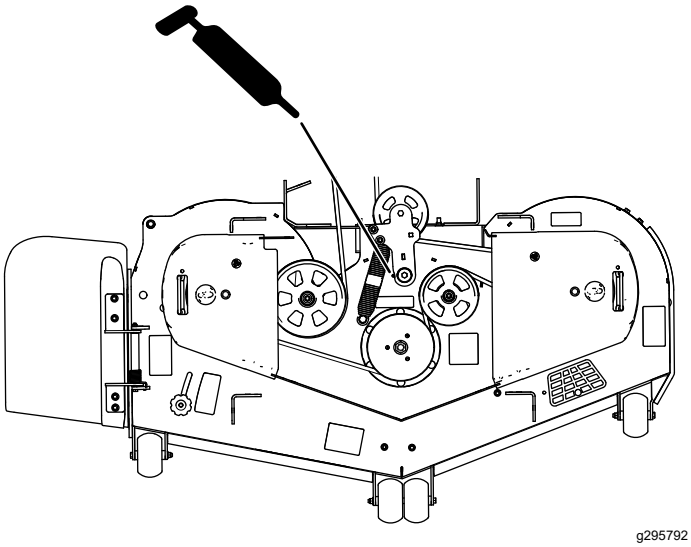
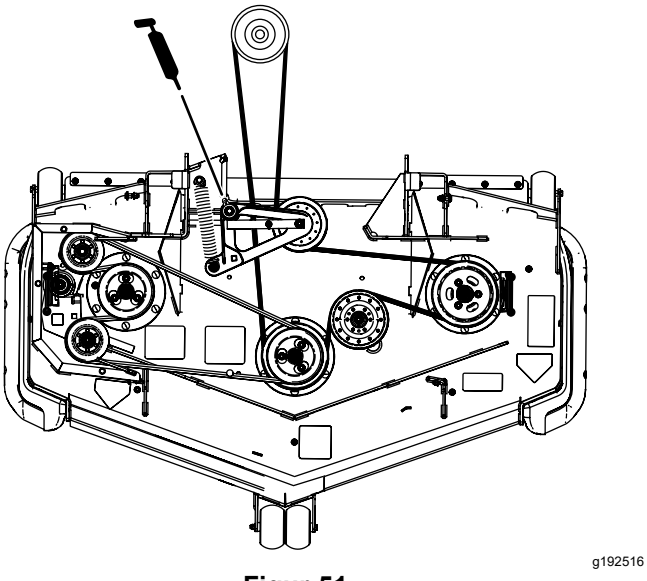

Figur 50
Figur 51
3. Smør drejeleddet på plæneklipperskjoldets styreremskive, indtil der kommer fedt ud af bunden (Figur 50 eller Figur 51).